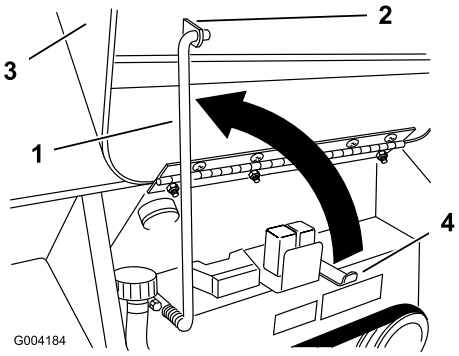

Figuur 23
4. Klap de steunstang omhoog en zet de stang vast in de beugel op de motorkap (Figuur 23).